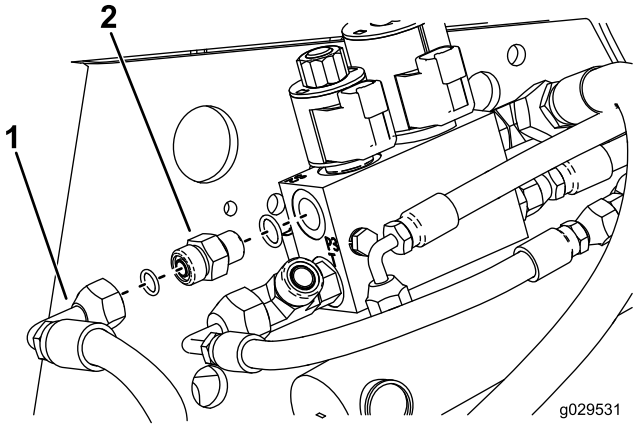

Rysunek 19
7. Wkręć złącze zaworu do otworu zaworu (Rysunek 19).
10. Przymocuj złącze przewodu do złącza prostego (Rysunek 19).